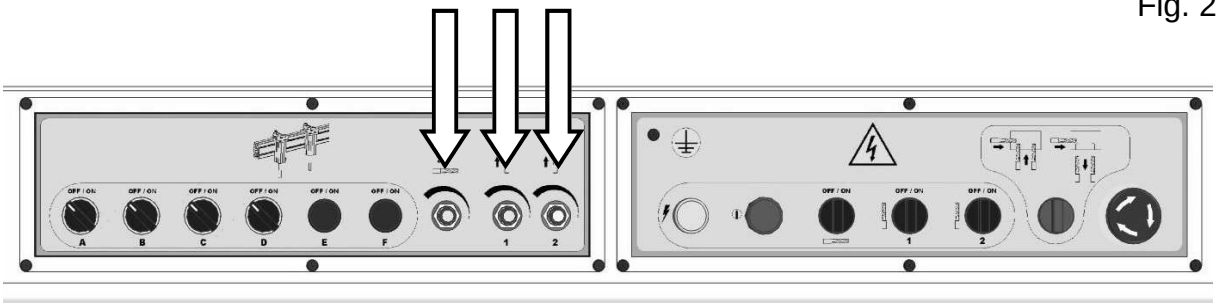
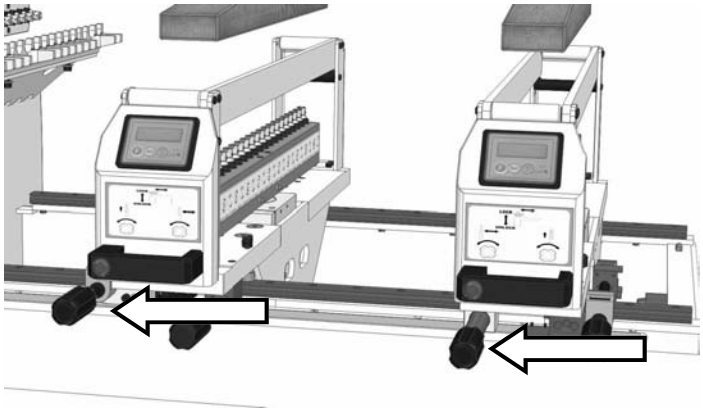

Fig. 3
Fig. 4
- 3) Drilling heads speed regulator (see fig. 3)
- 4) drilling depth regulator for vertical heads (see fig. 4)
4. Adjust horizontal head drilling depth by using the adjusting handle coupled with the numeric counter (see fig. 4). The adjust properly the drilling feed by working on the regulators placed in the control panel (see fig. 3)